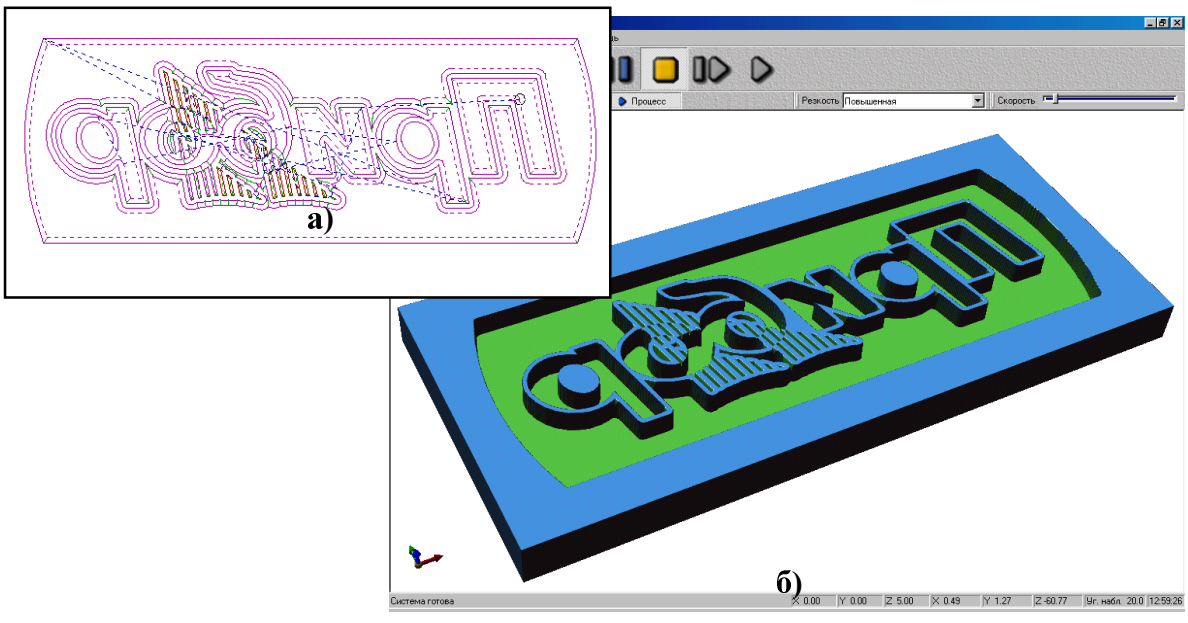

Рис. 51
- Высота профиля букв до 2 мм - образование контуров букв гравером маленького диаметра с использованием операции **“Гравировка 3D”**, а затем выборка основной массы материала концевыми фрезами (Рис. 51).
Подтвердите выбор объектов левой кнопкой мыши.	*Система строит проход фрезы (Рис. 51.а).*